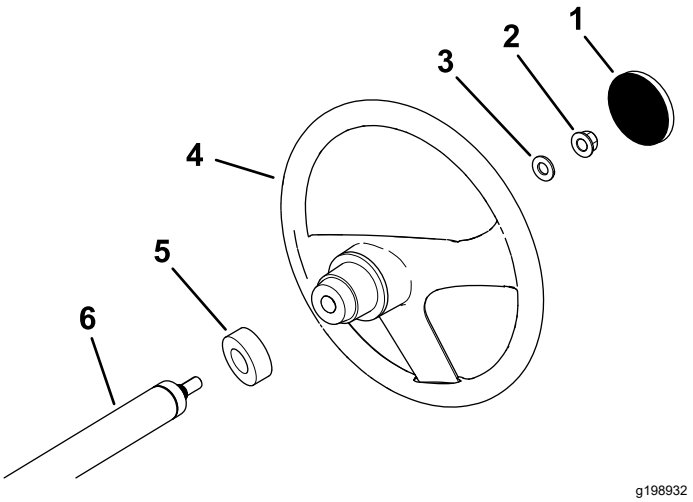

**Figur 3**
1. Fjern dækslet fra navet på rattet, hvis det er monteret (Figur 3).
2. Afmonter låsemøtrikken (½") fra ratakslen (Figur 3).
3. Skub rattet, støvdækslet og spændeskiven (½") på ratakslen (Figur 3).
5. Monter dækslet på rattet (Figur 3).